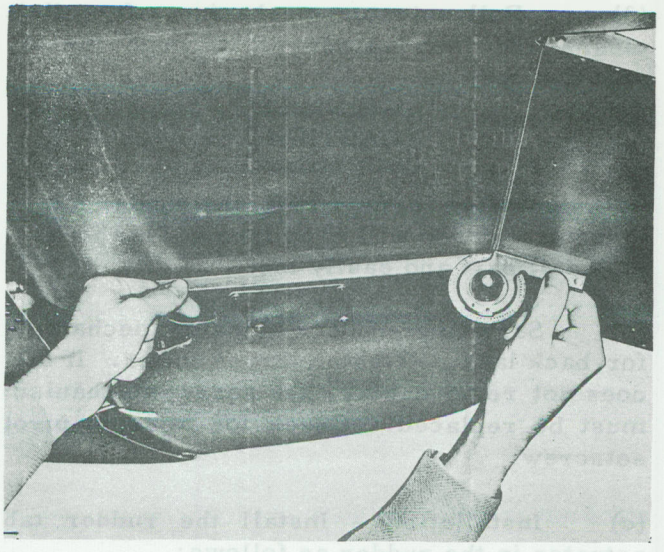

Figure 2-48 Rudder Tab Travel Check
(4) Using a protractor (Figure 2-48) set the tab to the figure shown in Table 2-2.
(5) Adjust the actuator rod so it will connect to the tab horn in this position.
(6) Check the tab for full travel each way.
(7) Safety all connections.